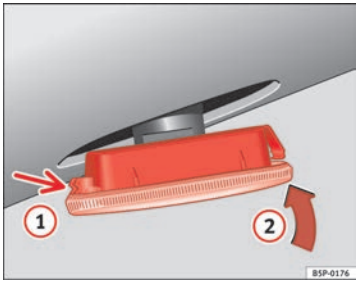

Fig. 146 Side turn signals
– First fit the turn signal in the opening in the chassis, fastening the tabs (1) ⇒ page 216, fig. 146, and then fit in the bulb as shown by the arrow (2) ⇒ page 216, fig. 146. ■